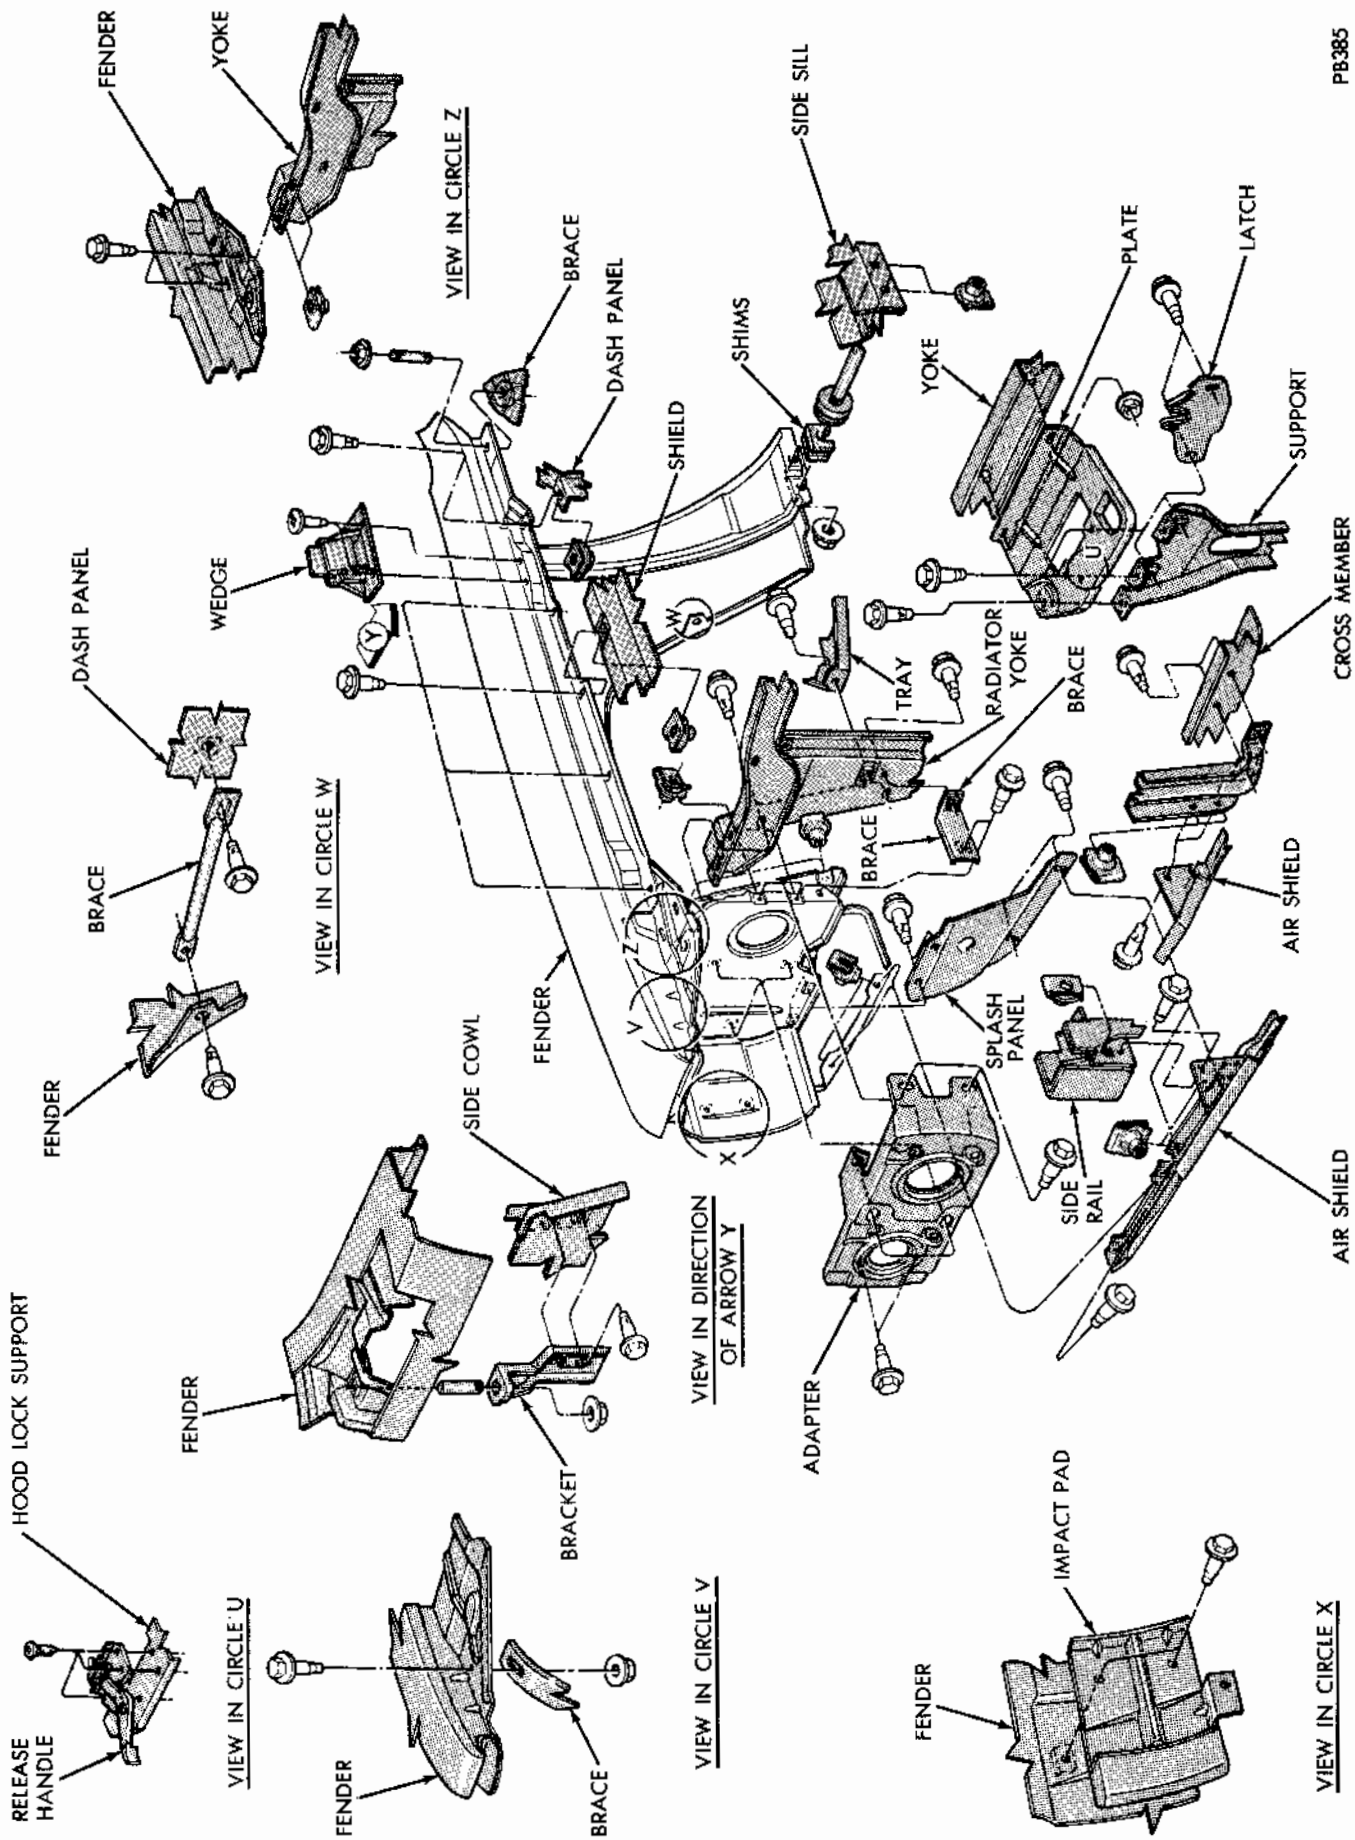

Fig. 10 - Sedan Fender Attachment
(1) Disconnect battery ground strap.
(2) Tape leading edge of front door and cowl to fender area to avoid damaging paint.
(3) Remove front bumper assembly.
(4) Disconnect head lamp wires and remove nuts attaching grille extension to fender.
(5) Remove nuts and screws attaching fender to cowl, floor sill, wheelhouse or splash shields and radiator yoke (Figs. 10 and 11).
(6) Remove fender assembly and if necessary remove fender mouldings, ornamentation and head light assemblies.
Refer to (Figs. 10 and 11) for air shield and cross bar attaching points.